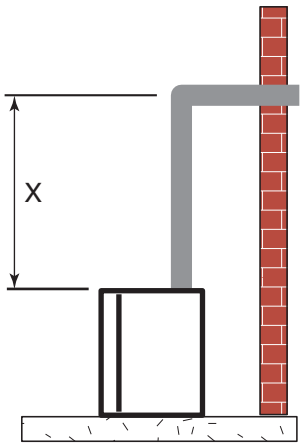

Figure 12 - Vertical Height Requirement
Place fireplace into position. Measure the vertical height (X) required from the base of the flue collars to the center of the wall opening. *Figure 12*